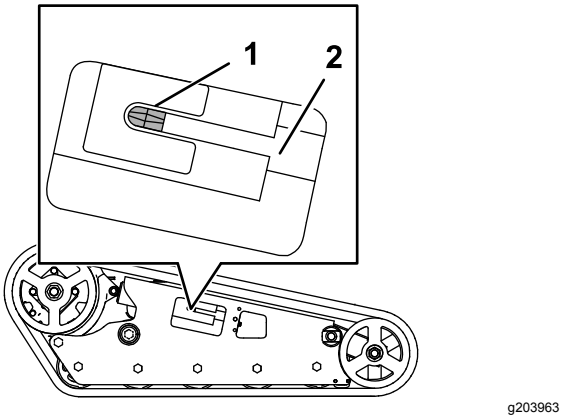

Rysunek 59
13. Używając klucza grzechotkowego z zabierakiem ½ cala obracaj śrubę napinającą w lewo, aż śruba napinająca zostanie odkręcona do końca (Rysunek 59).
21. Upewnij się, że blok napinający został odkręcony do końca (Rysunek 59).